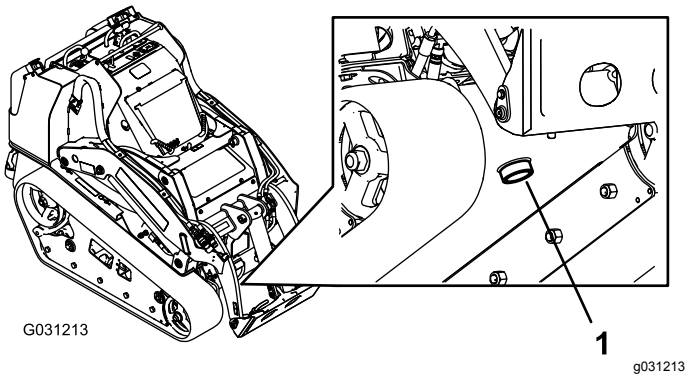

Figuur 63
7. Plaats een grote opvangbak (geschikt voor ruim 57 liter) onder de aftapplug aan de voorzijde van de tractie-eenheid (Figuur 63).
8. Verwijder de aftapplug zodat de olie in de opvangbak kan lopen (Figuur 63).